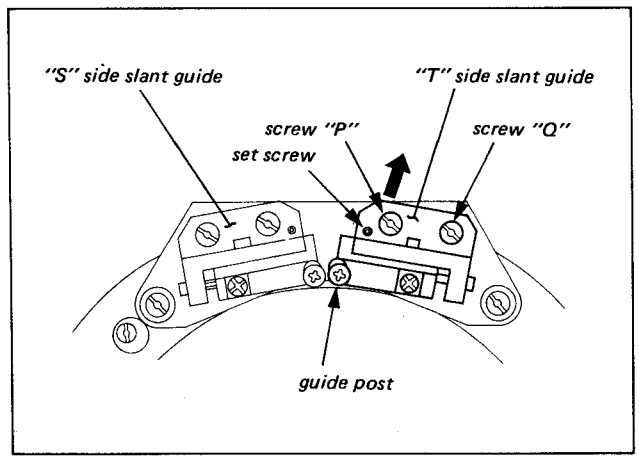

Fig. 10-18. Overlap "B" and "D" adjustment
b. Slightly turn the setscrew shown in Fig. 10-18 clockwise and then check the overlap. Repeat the procedures until the adjustment value is satisfied.
b. Turn the setscrew shown in Fig. 10-18 two or three turns counterclockwise.
c. Rotate the "T" Side Slant Guide to the arrow shown in Fig. 10-18 around the screw "Q".